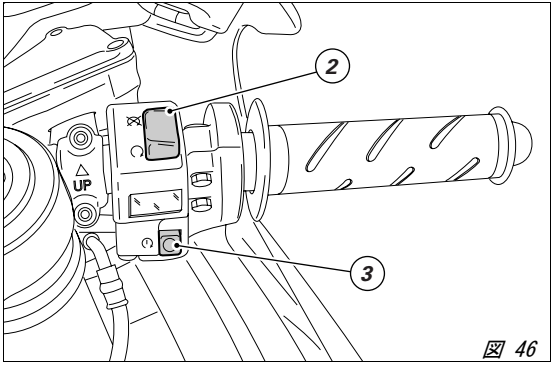

図 46
3) エンジンキルスイッチ（1, 図 46）が ∩ （RUN）の位置になっていることを確認し、始動ボタン（3）を押します（3, 図 46）。このモデルはパワーアシスト方式の始動システムを備えています。この機能では、ボタン（3）を押してすぐに放すだけでエンジンを始動できます。ボタン（3）を押すとエンジンが自動的に始動しますが、その最大所要時間はエンジンの温度によって変わります。エンジンが始動すると、システムによってセルモーターが切り離されます。エンジンが始動しなかった場合は、2 秒以上待ってから再び始動ボタン（3）を押します。